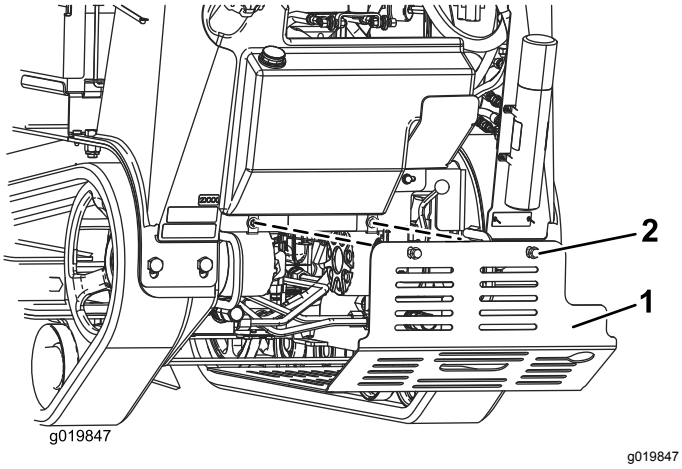

Figuur 26
3. Draai de twee bouten waarmee het onderste scherm bevestigd is één voor één los tot u het scherm kunt wegnemen (Figuur 26).
5. Om het scherm te monteren voordat u de machine in gebruik neemt, schuift u het onderste scherm zo in de machine dat het op de 4 lipjes rust en bevestigt u het met de 2 bouten die u eerder losgedraaid hebt (Figuur 26).